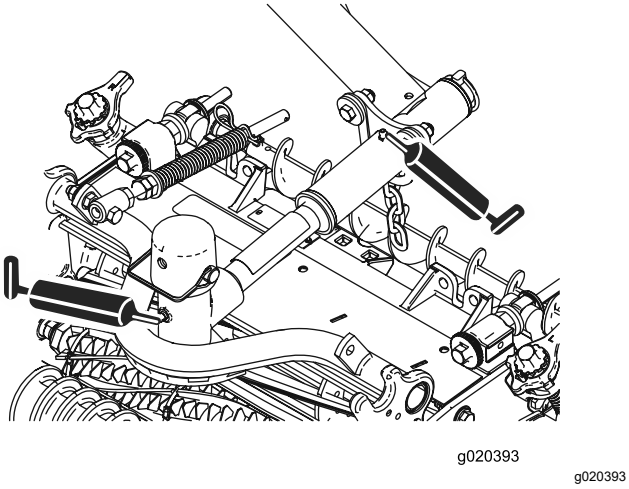

**Figur 51**
- Klippenhetens svängtappar (2 av varje), se Figur 51.